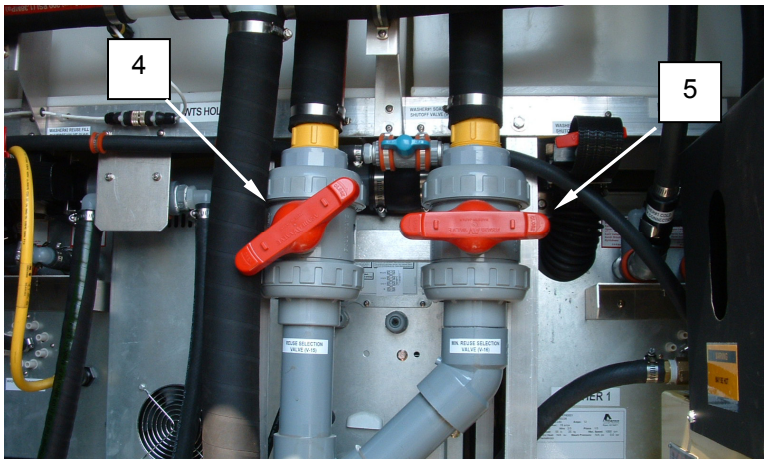

Figure 7. Sodium Bisulfite Preservation Procedure – Valve Settings
6. Ensure that the bypass valves V-15 **(Figure 7, Item 4)** and V-16 **(Figure 7, Item 5)** are in the positions shown so that the water reuse system is engaged.